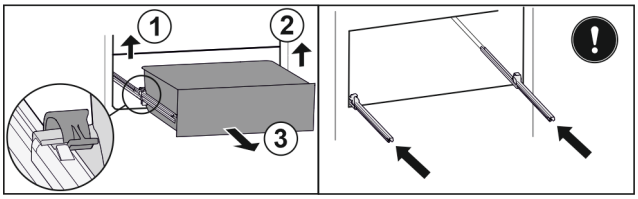

Fig. 138
▶ Ridicați clema din stânga și trageți concomitent sertarul din stânga spre înainte. *Fig. 138 (1)*
▶ Ridicați clema din dreapta și trageți concomitent sertarul din dreapta spre înainte. *Fig. 138 (2)*
▶ Extrageți sertarul spre înainte. *Fig. 138 (3)*